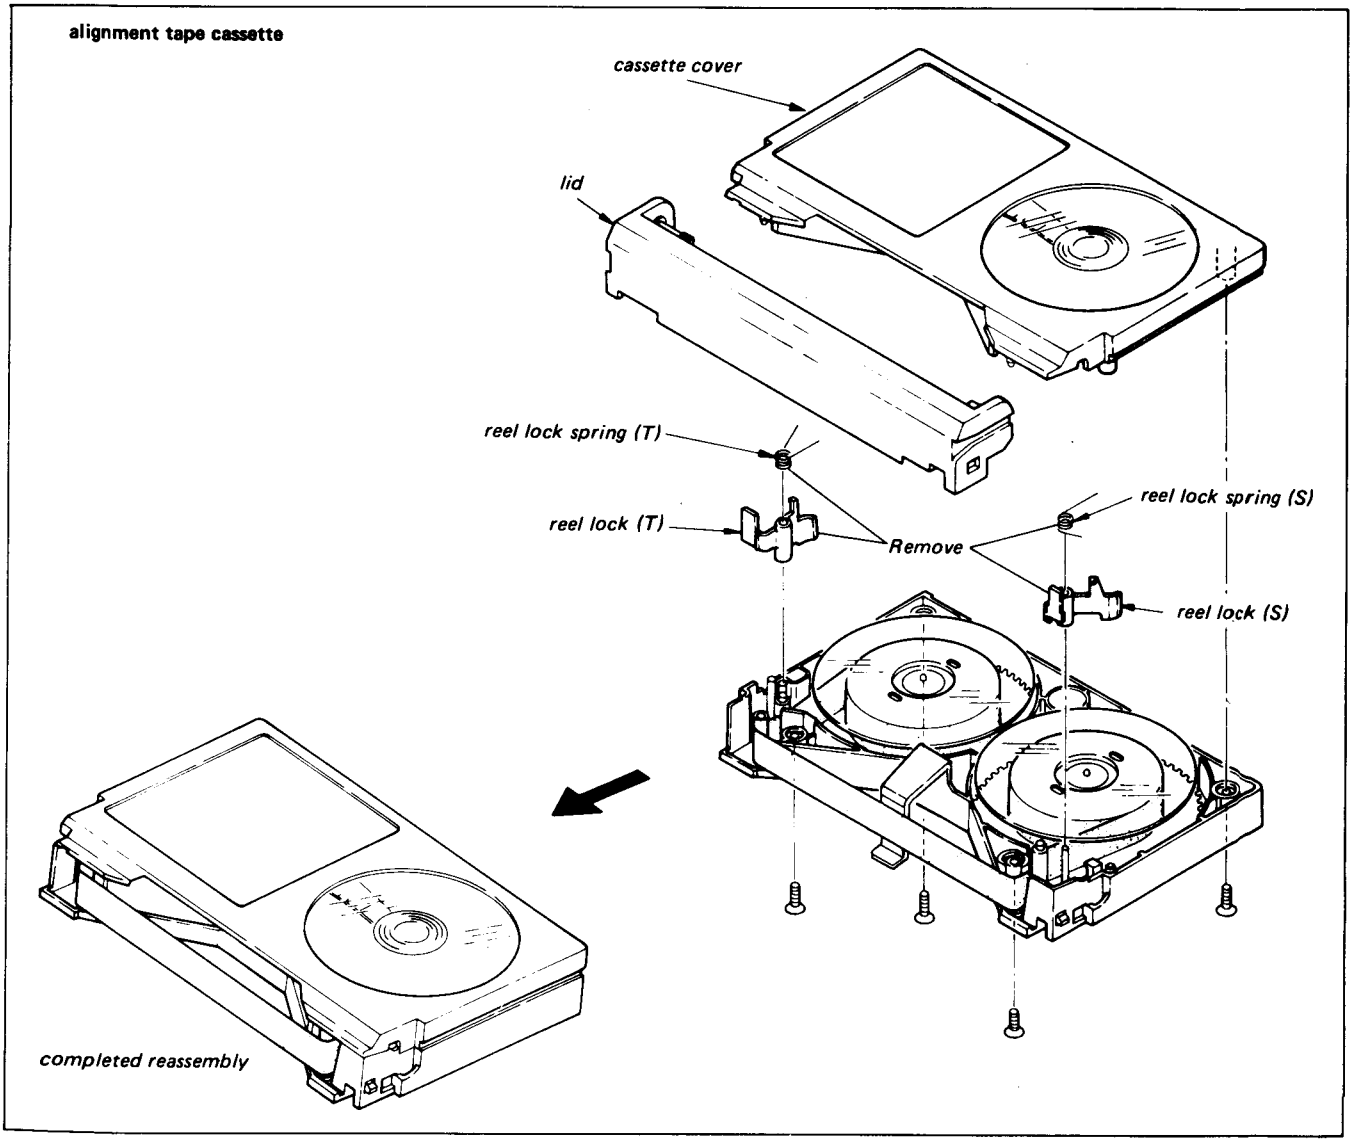

Fig. 4-1 Cassette Holder Remodeling
1) When modifying alignment tape KR5-2H, use caution not to dislodge the tape reels from their correct position. Refer to Fig. 4-1 and remove the four screws that secure the upper cover to the lower cover.